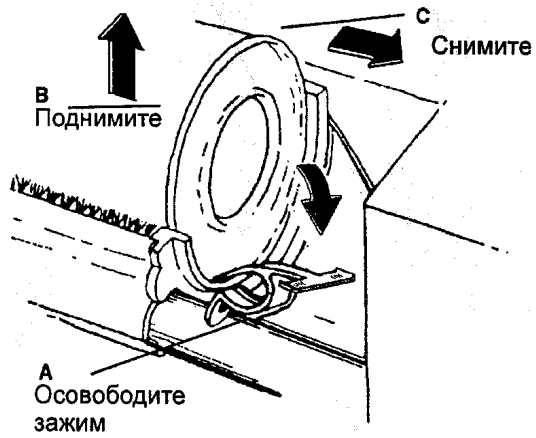

Рис. 17 Снятие тонер-картриджа
30. (РИС. 17): СНИМИТЕ ТОНЕР-КАРТРИДЖ.